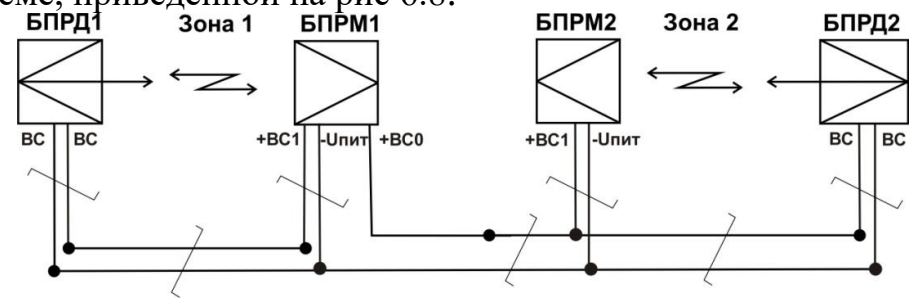

Рис.6.9
6.3.5.3 Схема подключения проводов при подключении проводной синхронизации для двух комплектов извещателей модификации «С» см. на рис. 6.9, схема аналогична верхней схеме, приведенной на рис 6.8.